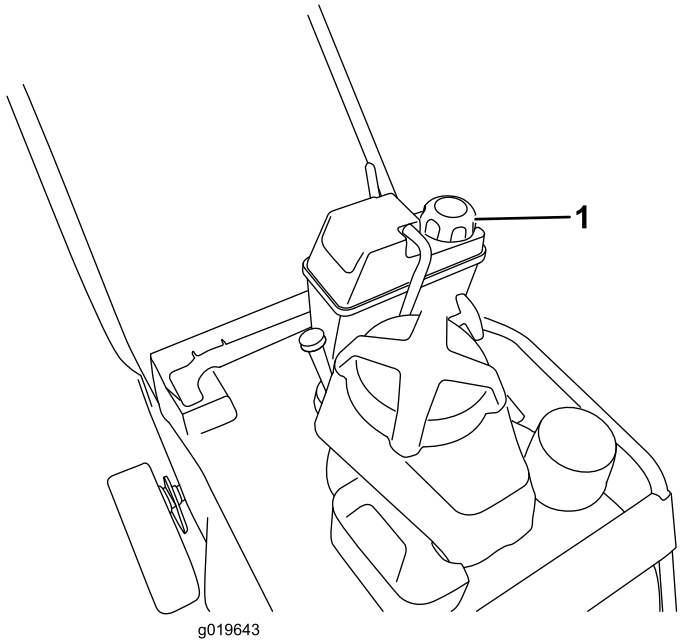

Figuur 11
1. Maak de omgeving van de dop van de brandstoftank schoon (Figuur 11).